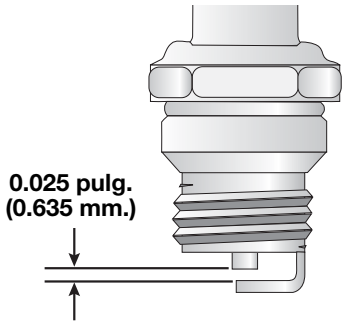

Fig. 28
3. Cambie las bujías que estén rajadas, sucias o deterioradas. Fije la separación de aire a **0.025 pulgadas (0.635 mm)** utilizando un calibrador (Fig. 28).